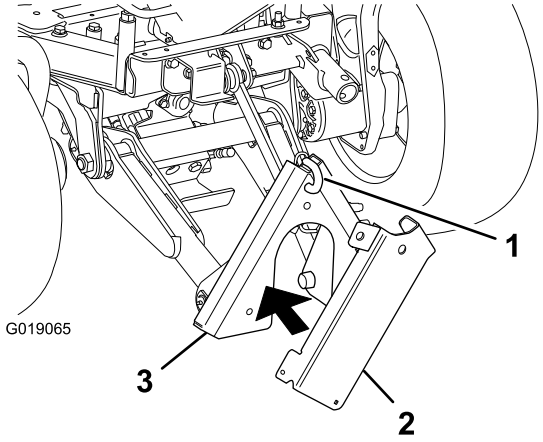

図 2
2. 前アタッチブラケットの上部のピンを引き抜く（図 2）。
3. 前アタッチブラケットに対してジャッキ保管ブラケットを保持し、ピンを使ってジャッキ保管ブラケットを前アタッチブラケットに固定する（図 2）。